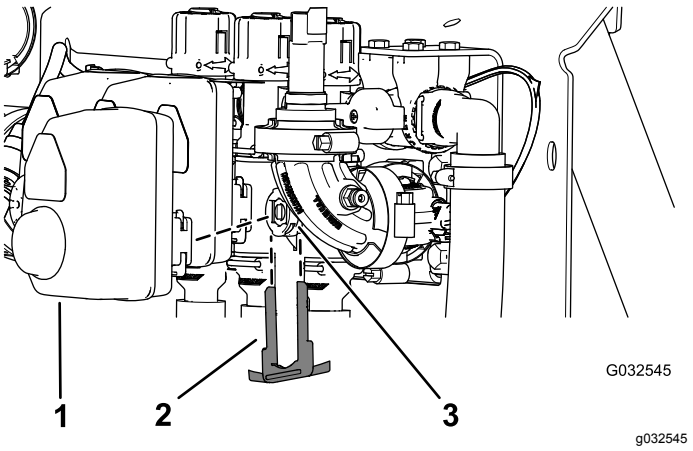

Figur 105
2. Fjern holderen som fester aktuatoren til manifoldventilen for seksjonsventilen eller risteventilen (Figur 105).